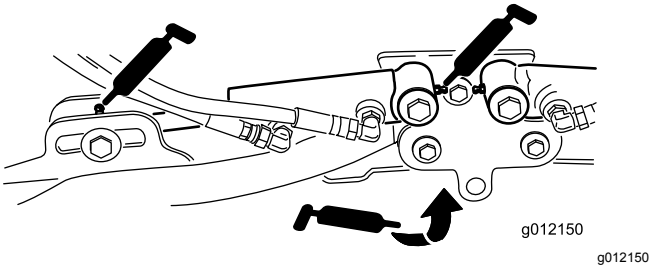

Figur 63
- Klippeenhedens løftearmscylindere (2 hver) (Figur 63)
- Løftearmenes drejetapper (1 hver) (Figur 63)